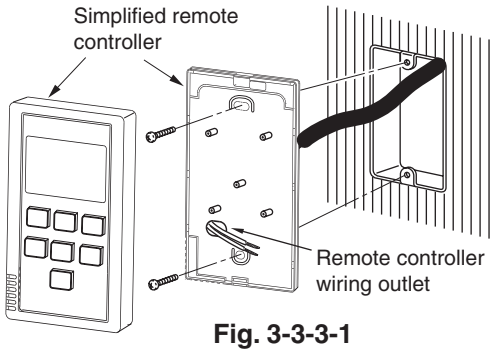

Fig. 3-3-3-1
2. After passing the simplified remote controller wiring through the conduit on the back case of the controller, secure it with the two screws (field supply). (See Fig. 3-3-3-1)
3. Connect the simplified remote controller wiring to the simplified remote controller main unit. (See “How to wire the simplified remote controller”.) When connecting the locally supplied 2 core lead wires to the terminal block, check the terminal numbers in the indoor unit to make sure that the wires are correctly connected. (See Fig. 3-3-3-3) (The simplified remote controller is damaged if 220 - 240 VAC is applied.)